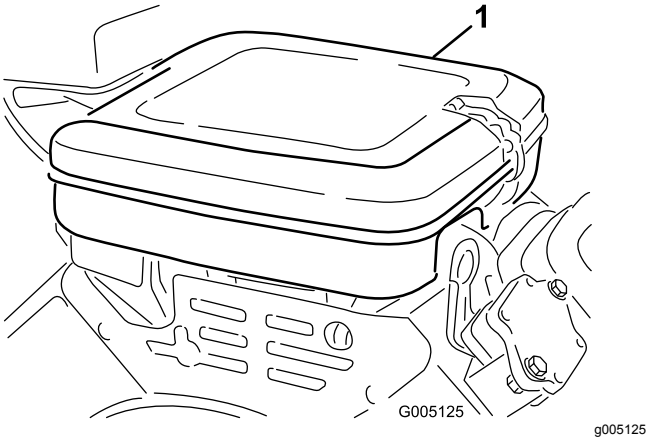

Figur 39
1. Rengör luftrenarkåpan (Figur 39).